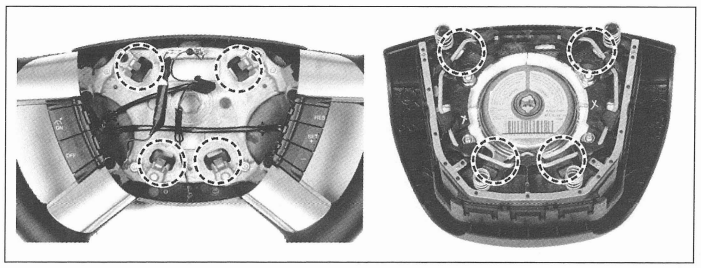

FIG. 7
• Desengrapar con un destornillador los clips de fijación superior del airbag **(fig. 7)**.